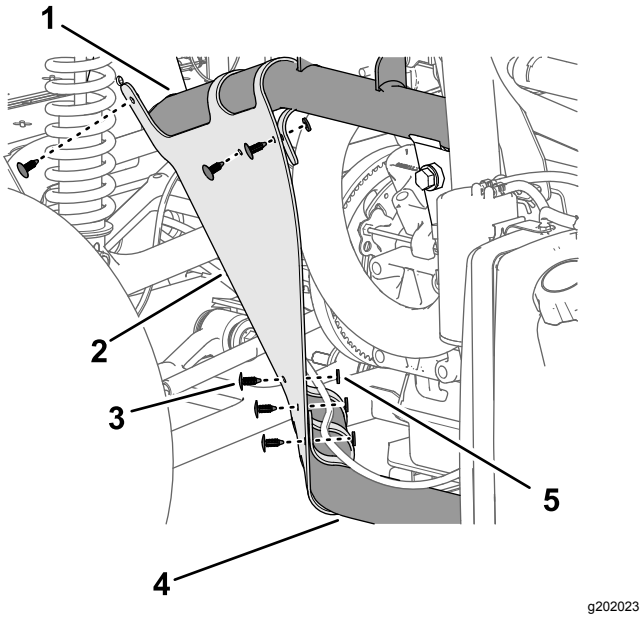

Figuur 216
2. Bevestig het binnenste spatbordscherm met de 6 druknagels aan de framebuizen (Figuur 216).
3. Lijn de gaten in het spatbord uit met de gaten in het frame van de machine; zie Figuur 216.